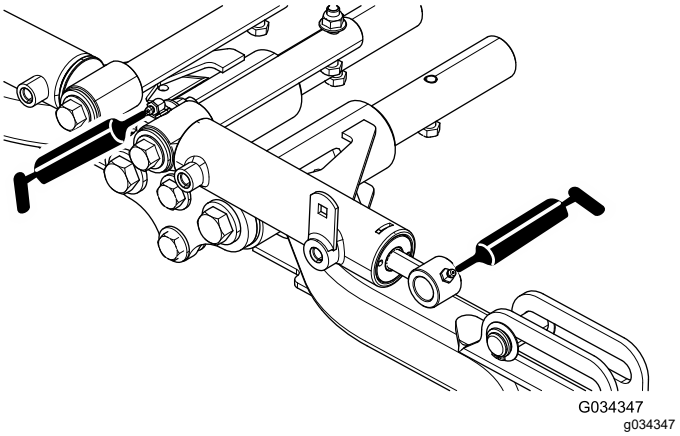

Figur 49
- Främre lyftarmstappar och lyftcylindrar (3 av varje), se Figur 49.